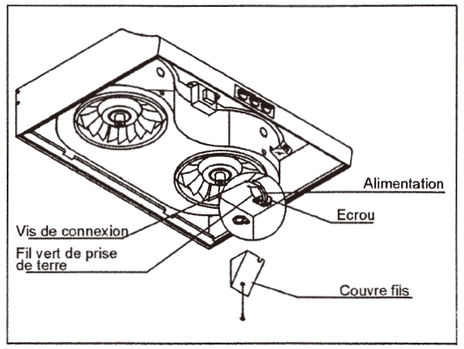
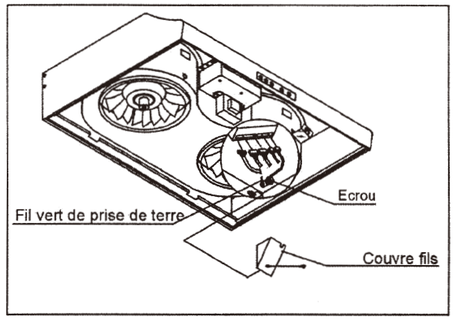

Fig. 16 Branchez le fil d'alimentation
Fig. 17 Remettez en place la plaque centrale de support
11. Branchez les fils électriques et câbles d'alimentation (voir schéma du circuit en page 11/12 de ce manuel), remettez et vissez le couvercle en place. (Fig.16) (Pour le modèle micro contrôle : R-8168M/R-8168F, veuillez vous référer à la fig.17)